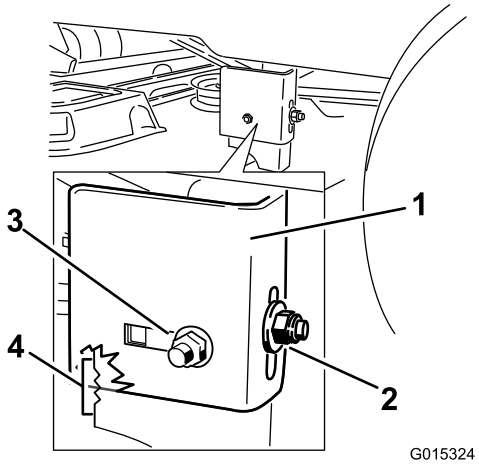
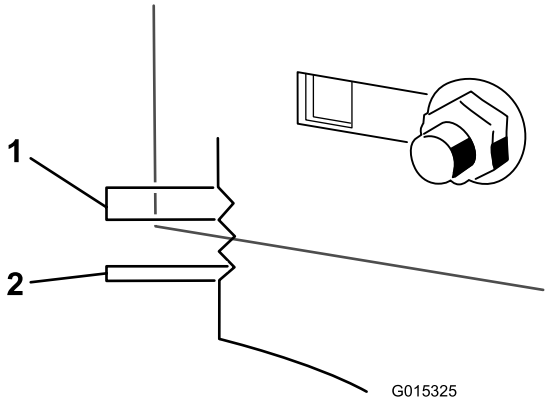

Figur 54
Figur 55
9. Lossa den bakre låsmuttern på hållarfästet (Figur 54).
10. Lossa sidolåsmuttern på hållarfästet såpass mycket att du kan justera hållaren (Figur 54). Använd skårorna på det fastsvetsade fästet för att mäta justeringen. Varje skåryta motsvarar 6,35 mm medan en sida är 3,175 mm (Figur 55). Justera höjden på klippdäcket till önskad höjd.
11. Stoppa däcket i det justerade läget och dra åt sidolåsmuttern på hållarfästet för att hålla kvar det nya läget (Figur 54). Dra åt den bakre låsmuttern på hållarfästet.